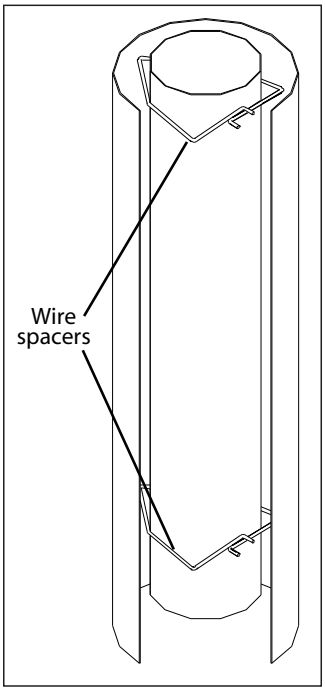
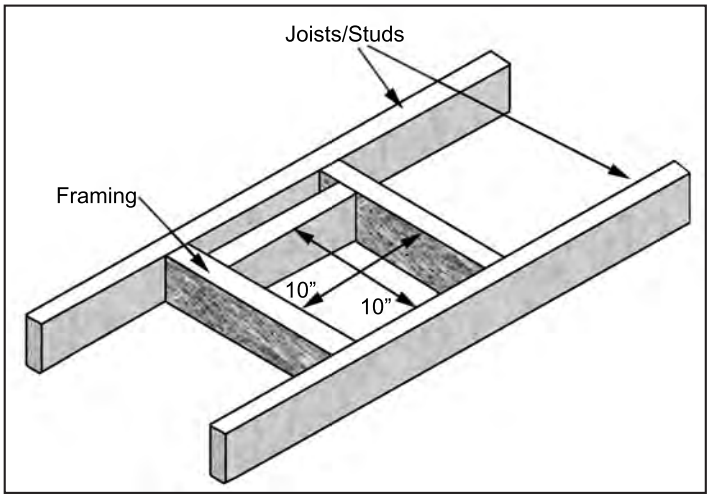
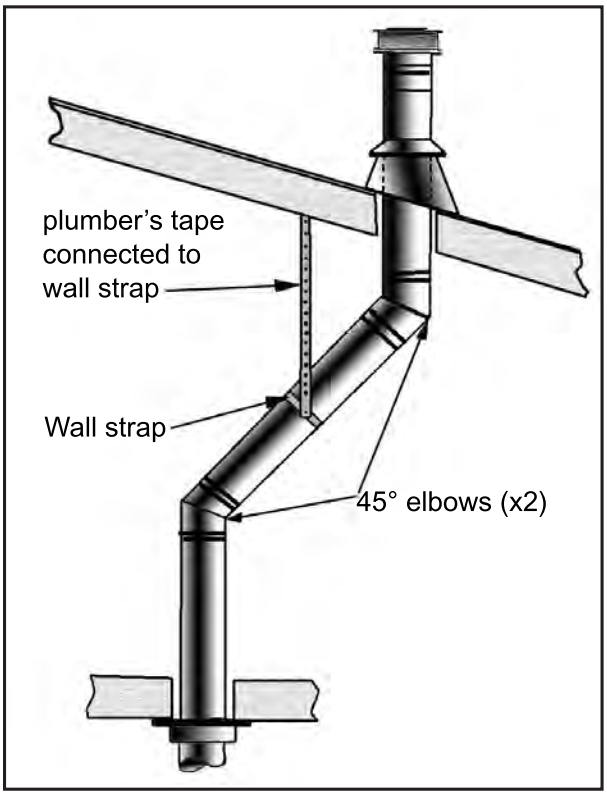
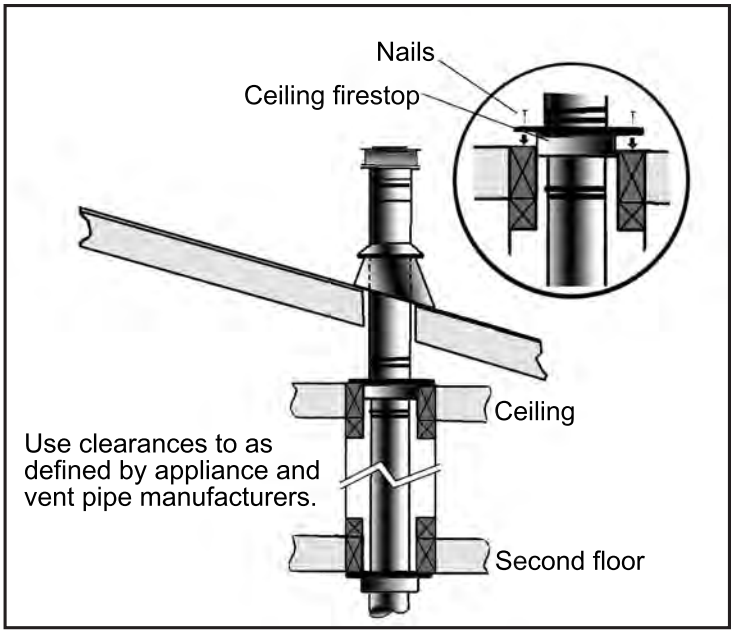

Figure 23: Wire Spacers.
Figure 27. Vent Framing Through Wall/Ceiling.
Figure 33: Use of Wall Straps.
Figure 34: Multi-Story Vent Pipe Installation.
4. Frame the hole as shown in Figure 27.
5. Trim the Wall Thimble to match the wall thickness as necessary. Install the wall thimble and secure it to the inner wall frame using four (4) 1½" wood screws.
8. Slide the Ø6⅝" (16.25 cm) flex intake liner over the flex vent. Install four (4) wire spacers around the flex pipe. Ensure the wire spacers are positioned at either end of the pipes, and at each end of any elbows in the liners (refer to Figure 23 and 24).
A 10" (254 mm) x 10" (254 mm) frame (see Figure 27) will assure the proper support and spacing for the vent pipe as it passes through the wall. Installations in Canada require that a wall thimble be used for passing through walls and ceilings. All sealing and vapour barriers must comply with local building codes.
Figures 23 shows the range of venting options, it shows possible vent configurations if the unit is top vented, for vertical and horizontal terminations, any layout that remains within the shaded area is acceptable. Having the fewest number of elbows is ideal, as they tend to disrupt air movement. Using 45˚ elbows is preferable to using 90˚ elbows. Also, a shorter vent system will perform better than a longer one.
Step 3. With the pipe in the correct position and attached to the fireplace, mark the wall for a 10 inches (25.4 cm) x 10 inches (25.4 cm) square hole (see Figure 27). The center of the hole should match the center line of the horizontal pipe. Cut and frame the hole in the exterior wall where the vent will be terminated. If the wall being penetrated is made of a non-combustible material (i.e. masonry or concrete) a 7 inches (17.8 cm) hole is acceptable.
Step 3. To install the Round Support Box/Wall Thimble in a flat ceiling, cut a 10 inch (25.4 cm) square hole in the ceiling, centered in the hole drilled in Step 2. Frame the hole as shown in Figure 27.
(1) If an offset is necessary in the attic to avoid obstructions, it is important to support the vent pipe every 3 feet (914 mm), to avoid excessive stress on the elbows, and possible separation. Wall straps are available for this purpose (see Figure 33).
(2) When ever possible, use 45° degree elbows instead of 90° degree elbows. The 45° degree elbow offers less restriction to the flow of flue gases and intake air.
(3) For multi story installations; a ceiling firestop is required at the second floor, and any subsequent floors (see Figure 34). The opening should be framed to 10" (254 mm) x 10" (254 mm) inside dimensions, in the same manner as shown in Figure 27.